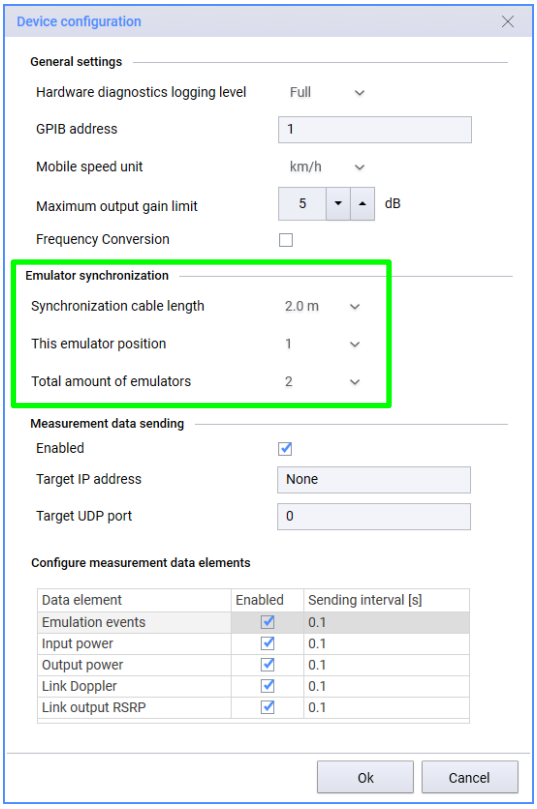

Figure 6. Device configuration dialog
- Select **Configuration** > **Device Configuration** in the navigation bar, see Figure 6.